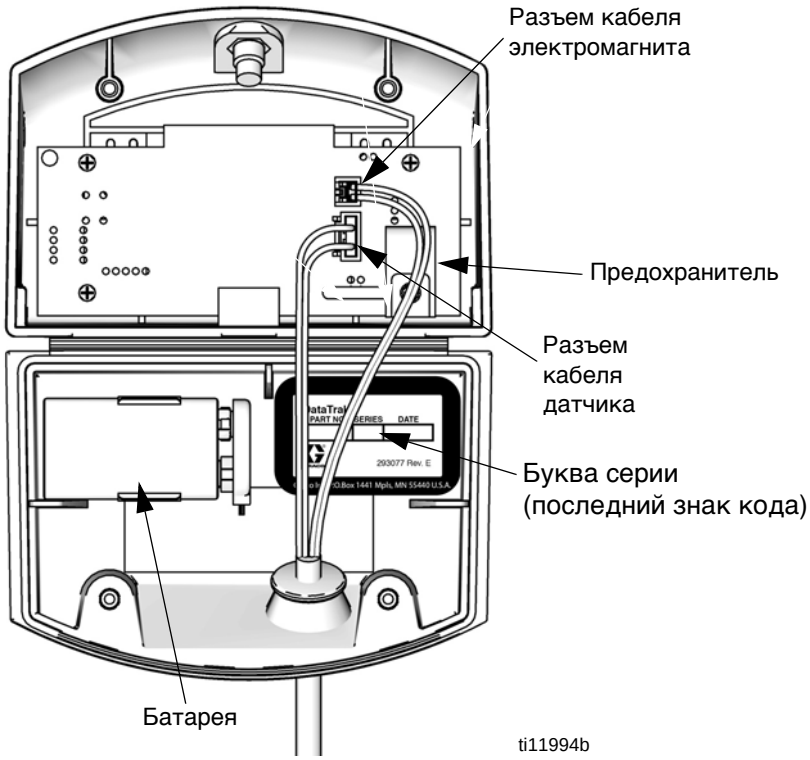

РИС. 11. Расположение батареи модуля и предохранителя DataTrak
5. Отсоедините отработанную батарею и замените новой утвержденной батареей из ТАБЛ. 2. См. РИС. 11.
* На РИС. 11 показано, где можно найти букву серии